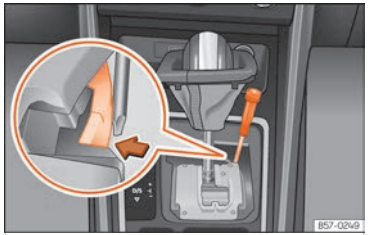

Fig. 104 Palanca selectora: desbloqueig d'emergència en la posició d'aparcament.
- Amb ajuda de la part plana d'un tornavís, premeu lateralment la pestanya groga i mantingueu-la pressionada ››› fig. 104.